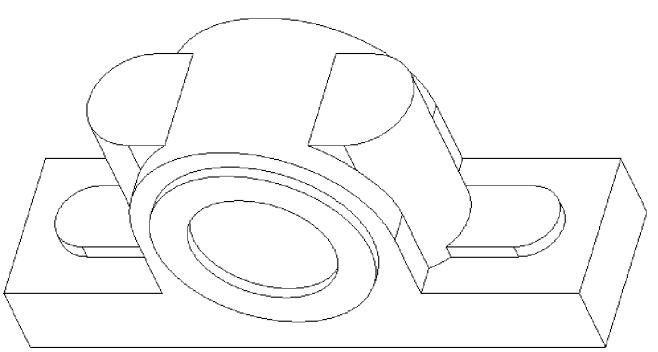

图 3-28　使用拉伸特征创建固定连接基体
(5) 单击【草绘】选项卡中的 按钮，退出草绘状态。
(6) 在【拉伸】操控面板中设置计算拉伸长度的方式为 ，即关于草绘平面单向拉伸。
(7) 在【拉伸】操控面板中设置拉伸特征的拉伸长度为 52.00。
(8) 预览无误后单击 按钮，完成拉伸特征的创建，结果如图 3-28 所示。